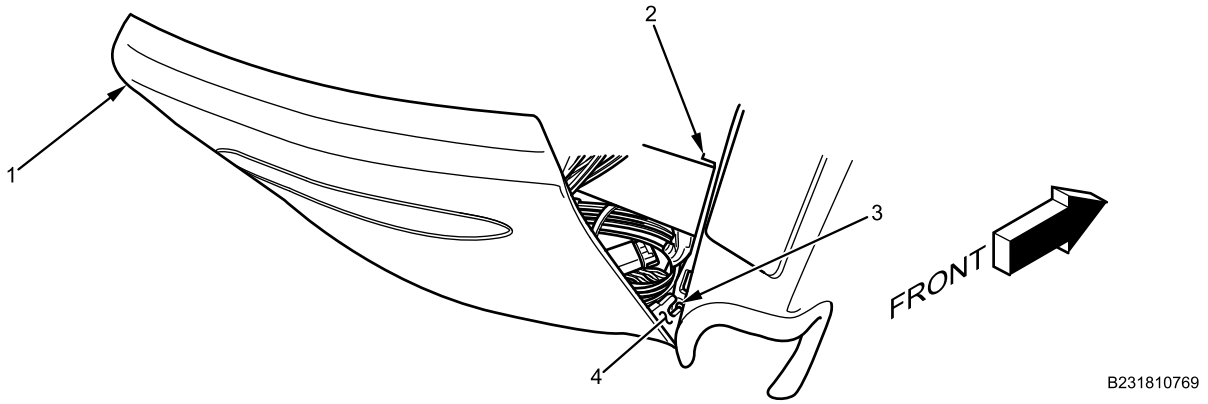

Figure 10. Instrument Panel Right Side Closeout Fuse Access Panel Engagement.
6. Install fuse access panel (Figure 10, Item 1) by first engaging lower hooks (Figure 10, Item 4) on instrument panel slots (Figure 10, Item 3).
7. Push top of fuse access panel (Figure 10, Item 1) towards instrument panel (Figure 10, Item 2).